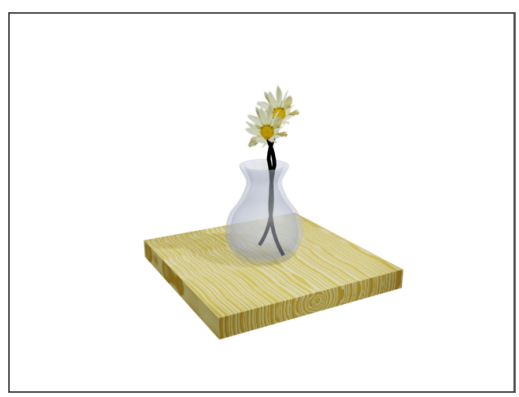

Figure 9-6 *The rendered image with materials assigned to the objects*
3. Make sure the Camera viewport is activated. Next, invoke the **Render Production** tool from the **Main Toolbar**; the rendered image is displayed, refer to Figure 9-6.